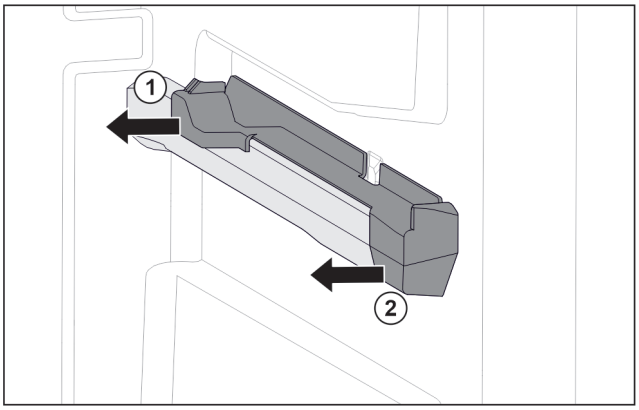

Fig. 107 Attachment on the right moulded rib
▶ Pull off attachment at the back sideways. *Fig. 107 (1)*
▶ Pull off attachment at the front sideways. *Fig. 107 (2)*